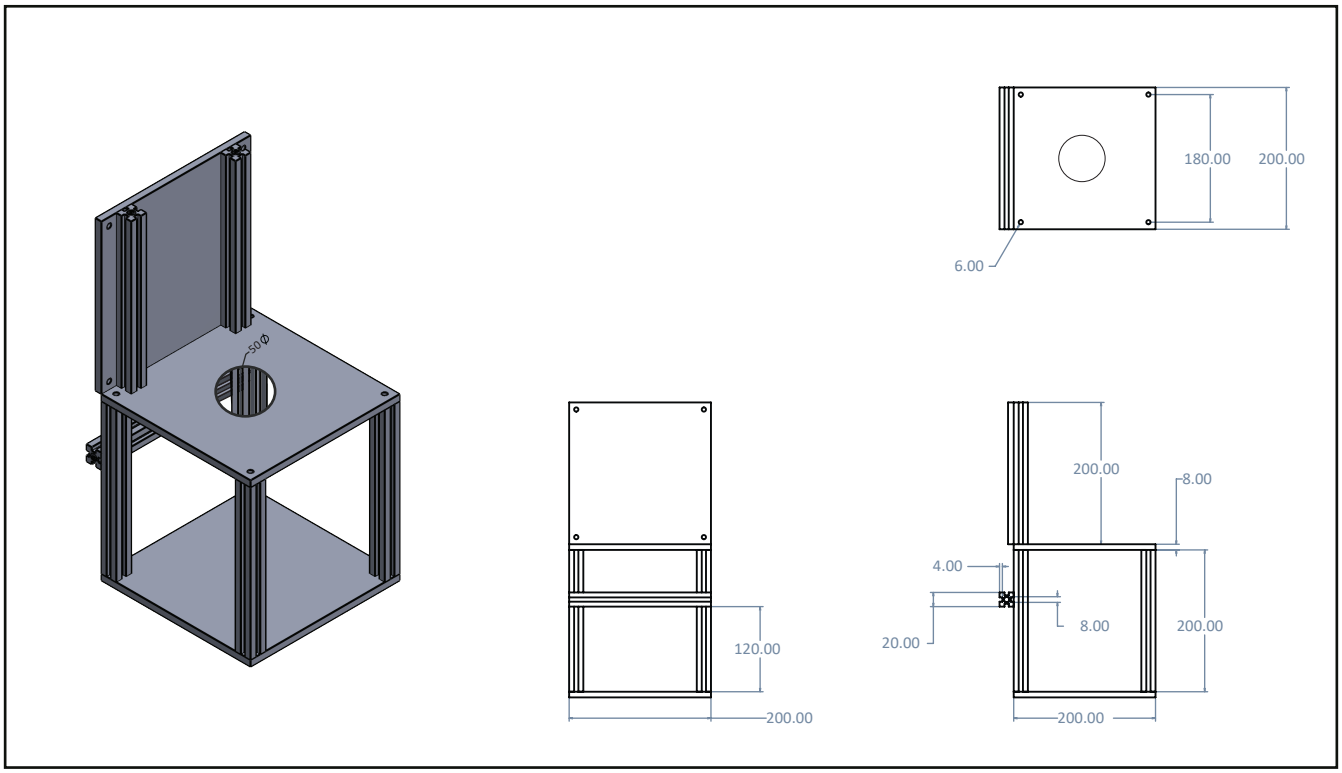

Fig: 8 Motor Stand
- As shown in the fig: 8, motor should be attached on the big round 50∅ hole on nylon plate at middle position.